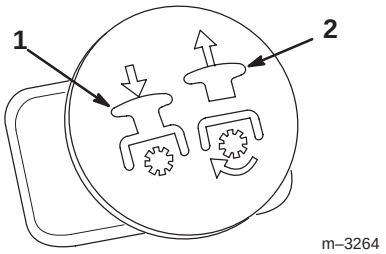

Bild 16
3. Ziehen Sie den Zapfwellenschalter auf EIN (Bild 16).